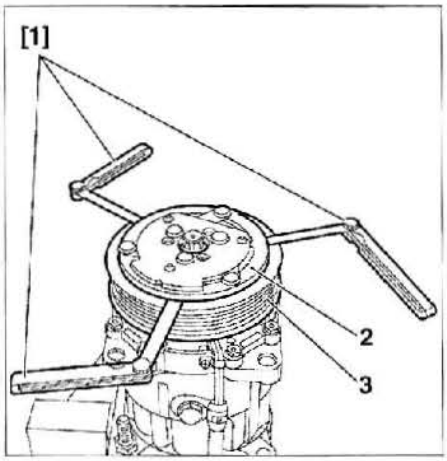

FIG. 28
• Comprobar el entrehierro insertando un juego de galgas de espesor (1) en 3 puntos diferentes entre el plato (2) y la polea (3) **(fig. 28)**.